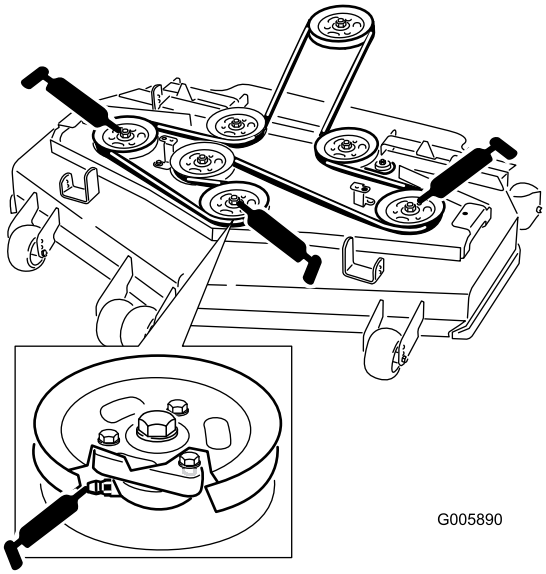

Figur 30
4. Smörj de tre spindellagren under remskivorna tills smörjfett tränger ut ur de nedre tätningarna (Figur 30).
5. Smörj nipplarna på skjutarmarna (Figur 30).